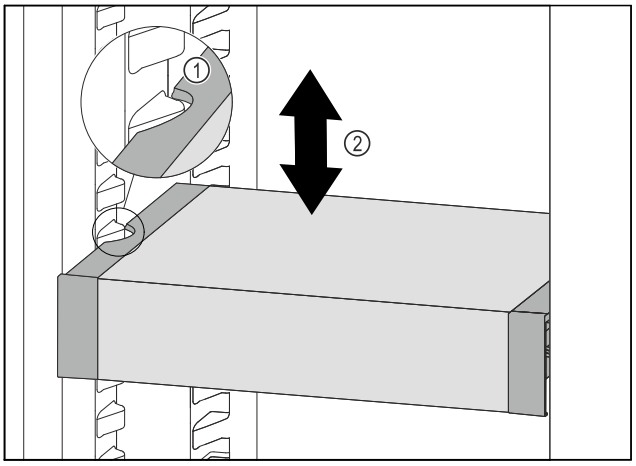

Fig. 105
▶ VarioSafe nach vorne ziehen, bis sich die seitlichen Aussparungen des VarioSafes auf Höhe der Behälterrippe im Kühlteil befinden. *Fig. 105 (1)*
▶ VarioSafe im Kühlteil nach oben oder unten bewegen, bis gewünschte Höhe erreicht ist. *Fig. 105 (2)*